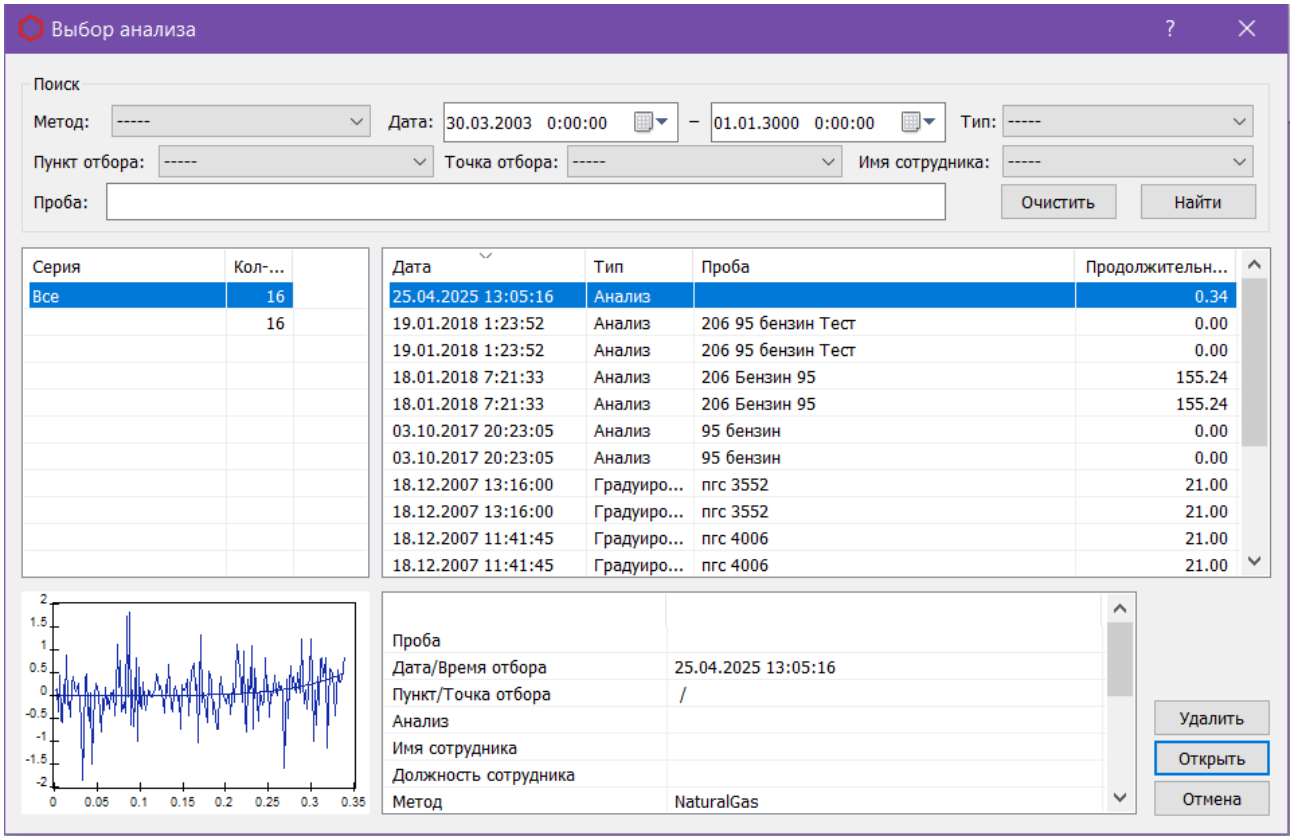

Рис. 40: Окно «Выбор анализа»
1. На панели управления нажмите **Открыть**. Эта функция также доступна в меню *Хроматограмма*. Откроется окно *Выбор анализа* (Рис. 40).